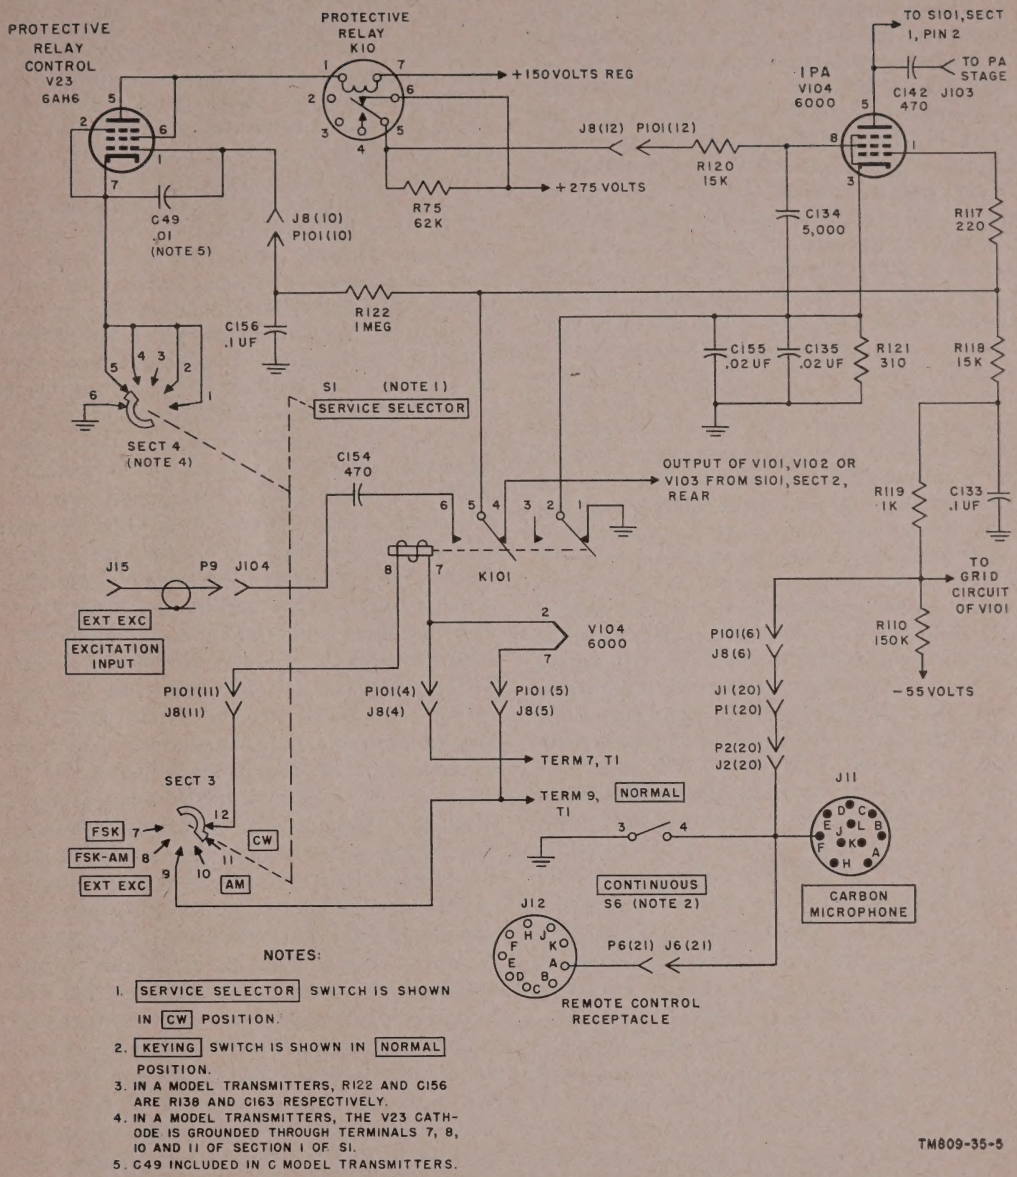

Figure 8. Intermediate power amplifier stage protective relay circuit (lettered model transmitters only).
c. Intermediate power amplifier V104 uses tube type 6000. In lettered models, the ipa stage is protected from drawing excessive current, when signal excitation is removed, by a protective clamping circuit. The clamping circuit consists of protective relay K10 and protective relay control tube V23 (fig. 8).
(as would be the case if switch S6, a handkey, or a push-to-talk switch were closed), plate current of V104 could rise to a dangerous value, and damage the tube. In lettered model transmitters, this possibility is protected against by protective relay control tube V23 and relay K10 (fig. 8) which function to reduce the screen voltage of V104. Control voltage for this circuit is obtained from the junction of resistors R117 and R118 in the grid circuit of V104 and is applied to the control grid of V23 through decoupling resistor R122 (R138 in the A model transmitter). This voltage varies from —55 volts (with the blocked-grid voltage applied to V101 and V104) to —3 volts (with the blocked-grid voltage removed) and depends on the amount of excitation applied to the control grid of V104. At —55 volts, V23 remains cut off (nonconducting) and the full screen voltage is applied from the +275-volt source through normally closed contacts 5 and 6 of relay K10 and screen dropping resistor R120, allowing V104 to function normally. If loss of excitation to the grid of V104 occurs with the blocked-grid voltage removed, zero voltage will appear at the control grid of V104 and at the control grid of V23, allowing the protective relay control tube to conduct. Current flow in the plate circuit of V23 and the series coil of relay K10 causes contacts 5 and 6 of the relay to open, and resistor R75 is inserted in series with the +275-volt line to screen dropping resistor R120. This reduces the screen voltage by approximately 50 per cent and limits V104 plate current to a maximum safe value of .060 ampere. Because cathode bias protects V104 in EXT EXC operation, this protective system is not necessary, and the cathode circuit of V23 is not completed. In all other modes of operation, the cathode of protective relay control tube V23 is grounded through section 4, contacts 1, 2, 4, and 5, of SERVICE SELECTOR switch S1. In the A model, the cathode of V23 is grounded through section 1, contacts 7, 8, 10, and 11. In late C model transmitters, capacitor C49 is connected between the grid and cathode of V23. This bypasses any stray RF which may be picked up in the V23 cathode line because of lead dress and length. The time constant circuit of isolating resistor R122 and capacitor C156 (R138 and C163 in the A model) prevents relay K10 from following cw keying pulses. They also form a decoupling circuit for the RF signal at V104.